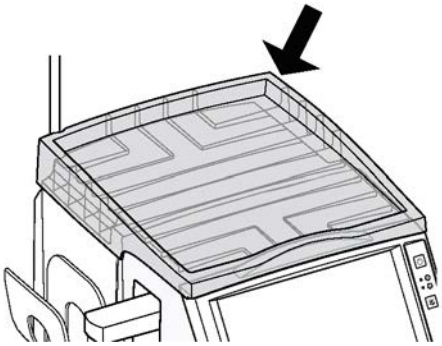

Figure 2-9. Top tray
1) Place the top tray on the AK 98 dialysis machine according to Figure 2-9 “Top tray” on page 26.